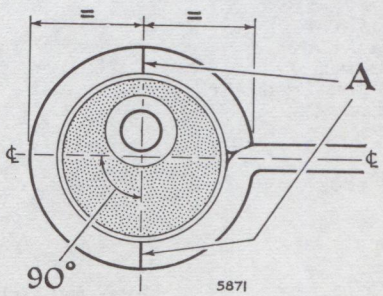

Fig. 5. *Method of marking spring eye*
spring should be scribed as shown at (A) in Fig. 5 before fitting.